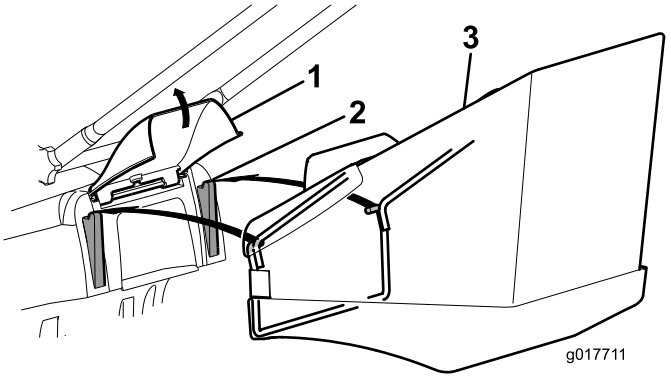
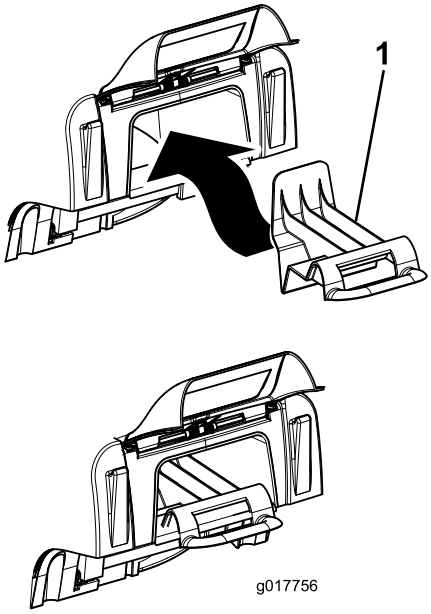

Figuur 14
Figuur 15
1. Breng de achterste grasgeleider omhoog, verwijder de mulchplug (Figuur 15), en monteer de grasvanger op de lippen (Figuur 14).
Opmerking: Om over te gaan van opvangen naar recyclen, verwijdert u de grasvanger en plaatst u de mulchplug die u verwijderd hebt in stap 1. Laat de achterklep zakken (Figuur 15).